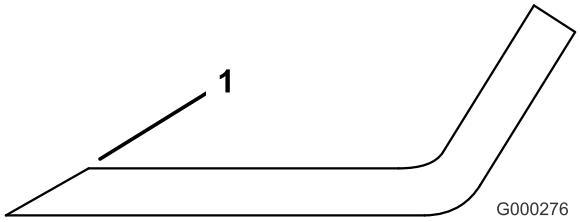

Figuur 85
3. Controleer de snijranden van alle messen. Als de snijranden niet scherp zijn of bramen vertonen, moeten ze worden geslepen. Gebruik een vijl om de bovenkant van het mes te slijpen en de oorspronkelijke snijhoek te behouden en te zorgen dat het mes scherp blijft (Figuur 85). Het mes zal in balans blijven als